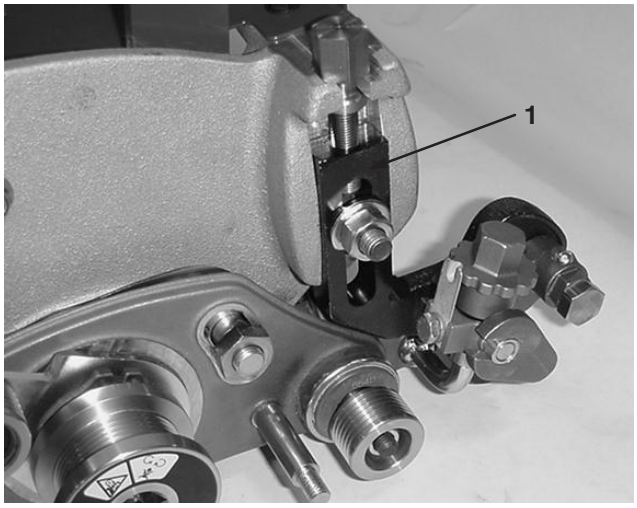

Figure 38
5. Remove carriage bolt, nut, and washer securing height-of-cut arm assembly to side plate (Fig. 38).